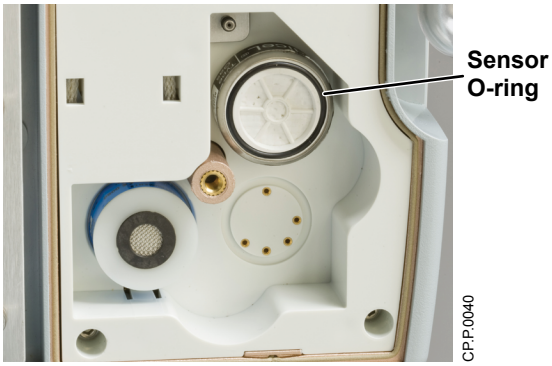

Figure 6-18 Beneath Sensor Cover, NO_2 sensor removed
- Check that the O-ring is present and seated properly on the replacement sensor (Figure 6-18).